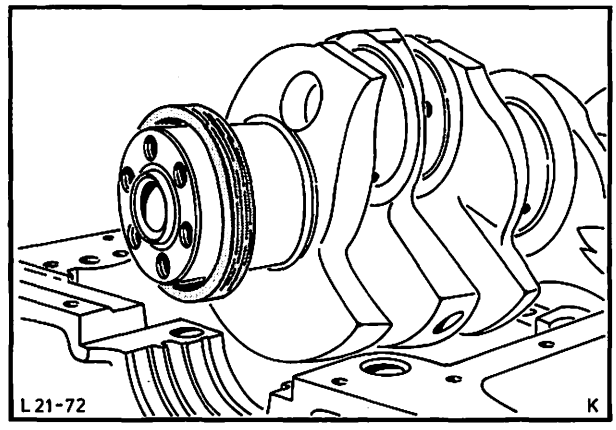

Abb. 98 Kurbelwelle mit Radialdichtring aus dem Zylinderblock heben
30. Kurbelwelle aus dem Zylinderblock heben und hinteren Radialdichtring abnehmen, Abb. 98.